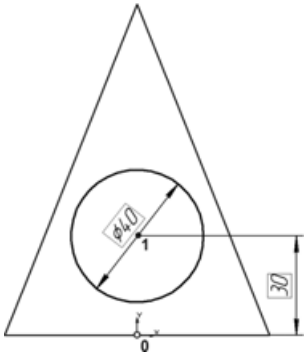

Рис. 6.155
- Создайте эскиз на фронтальной плоскости и постройте в нем окружность (рис. 6.155). Центр окружности (точка 1) выше точки начала координат, радиус — произвольный.